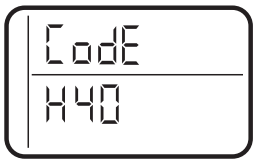

Figura 19
6. Mantenga presionado el botón **MODE/SET (Modo/ Configuración)** hasta que el código del modo (H40 para GXSHC40N) aparezca en la pantalla (vea la Figura 19). Este código identifica el modo del suavizante. Si se muestra un código de modo incorrecto, el suavizante funcionará sobre datos de configuraciones incorrectas.